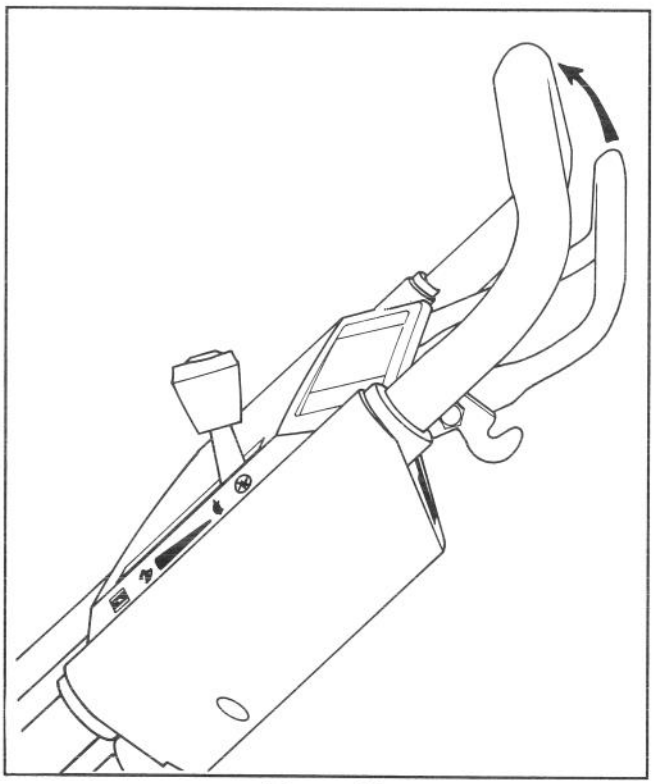

Figure 11
5. WHEEL TRACTION OPERATION (Fig. 11)—To self–propel the mower, squeeze the control bar against the handle. To stop the self–propel drive, release the control bar.